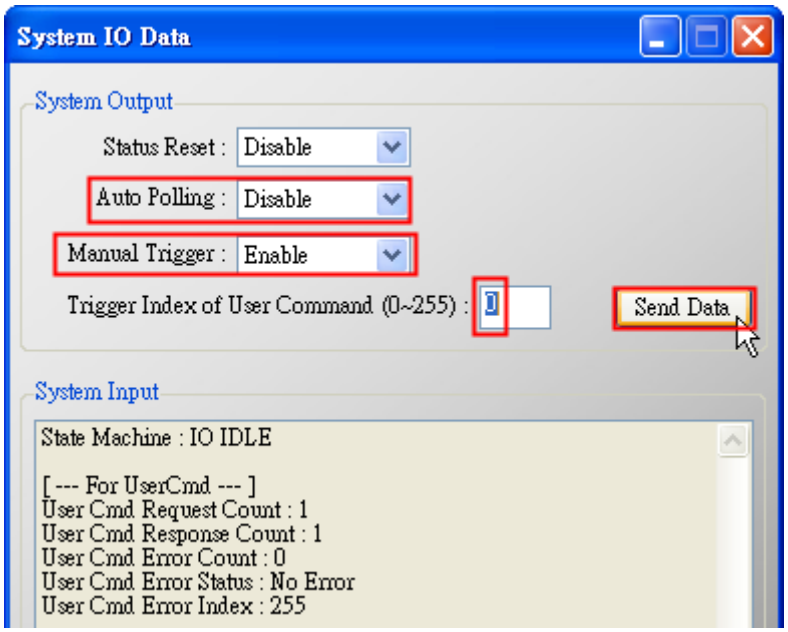

Figure 12-6 The "I/O Data" screen of System
(4) Right click on the “System” item and choose the “Basic Operation”.
(5) After finish the below settings, click “Send Data” button to send the UserCMD(6) to HART device. (Figure 12-6)